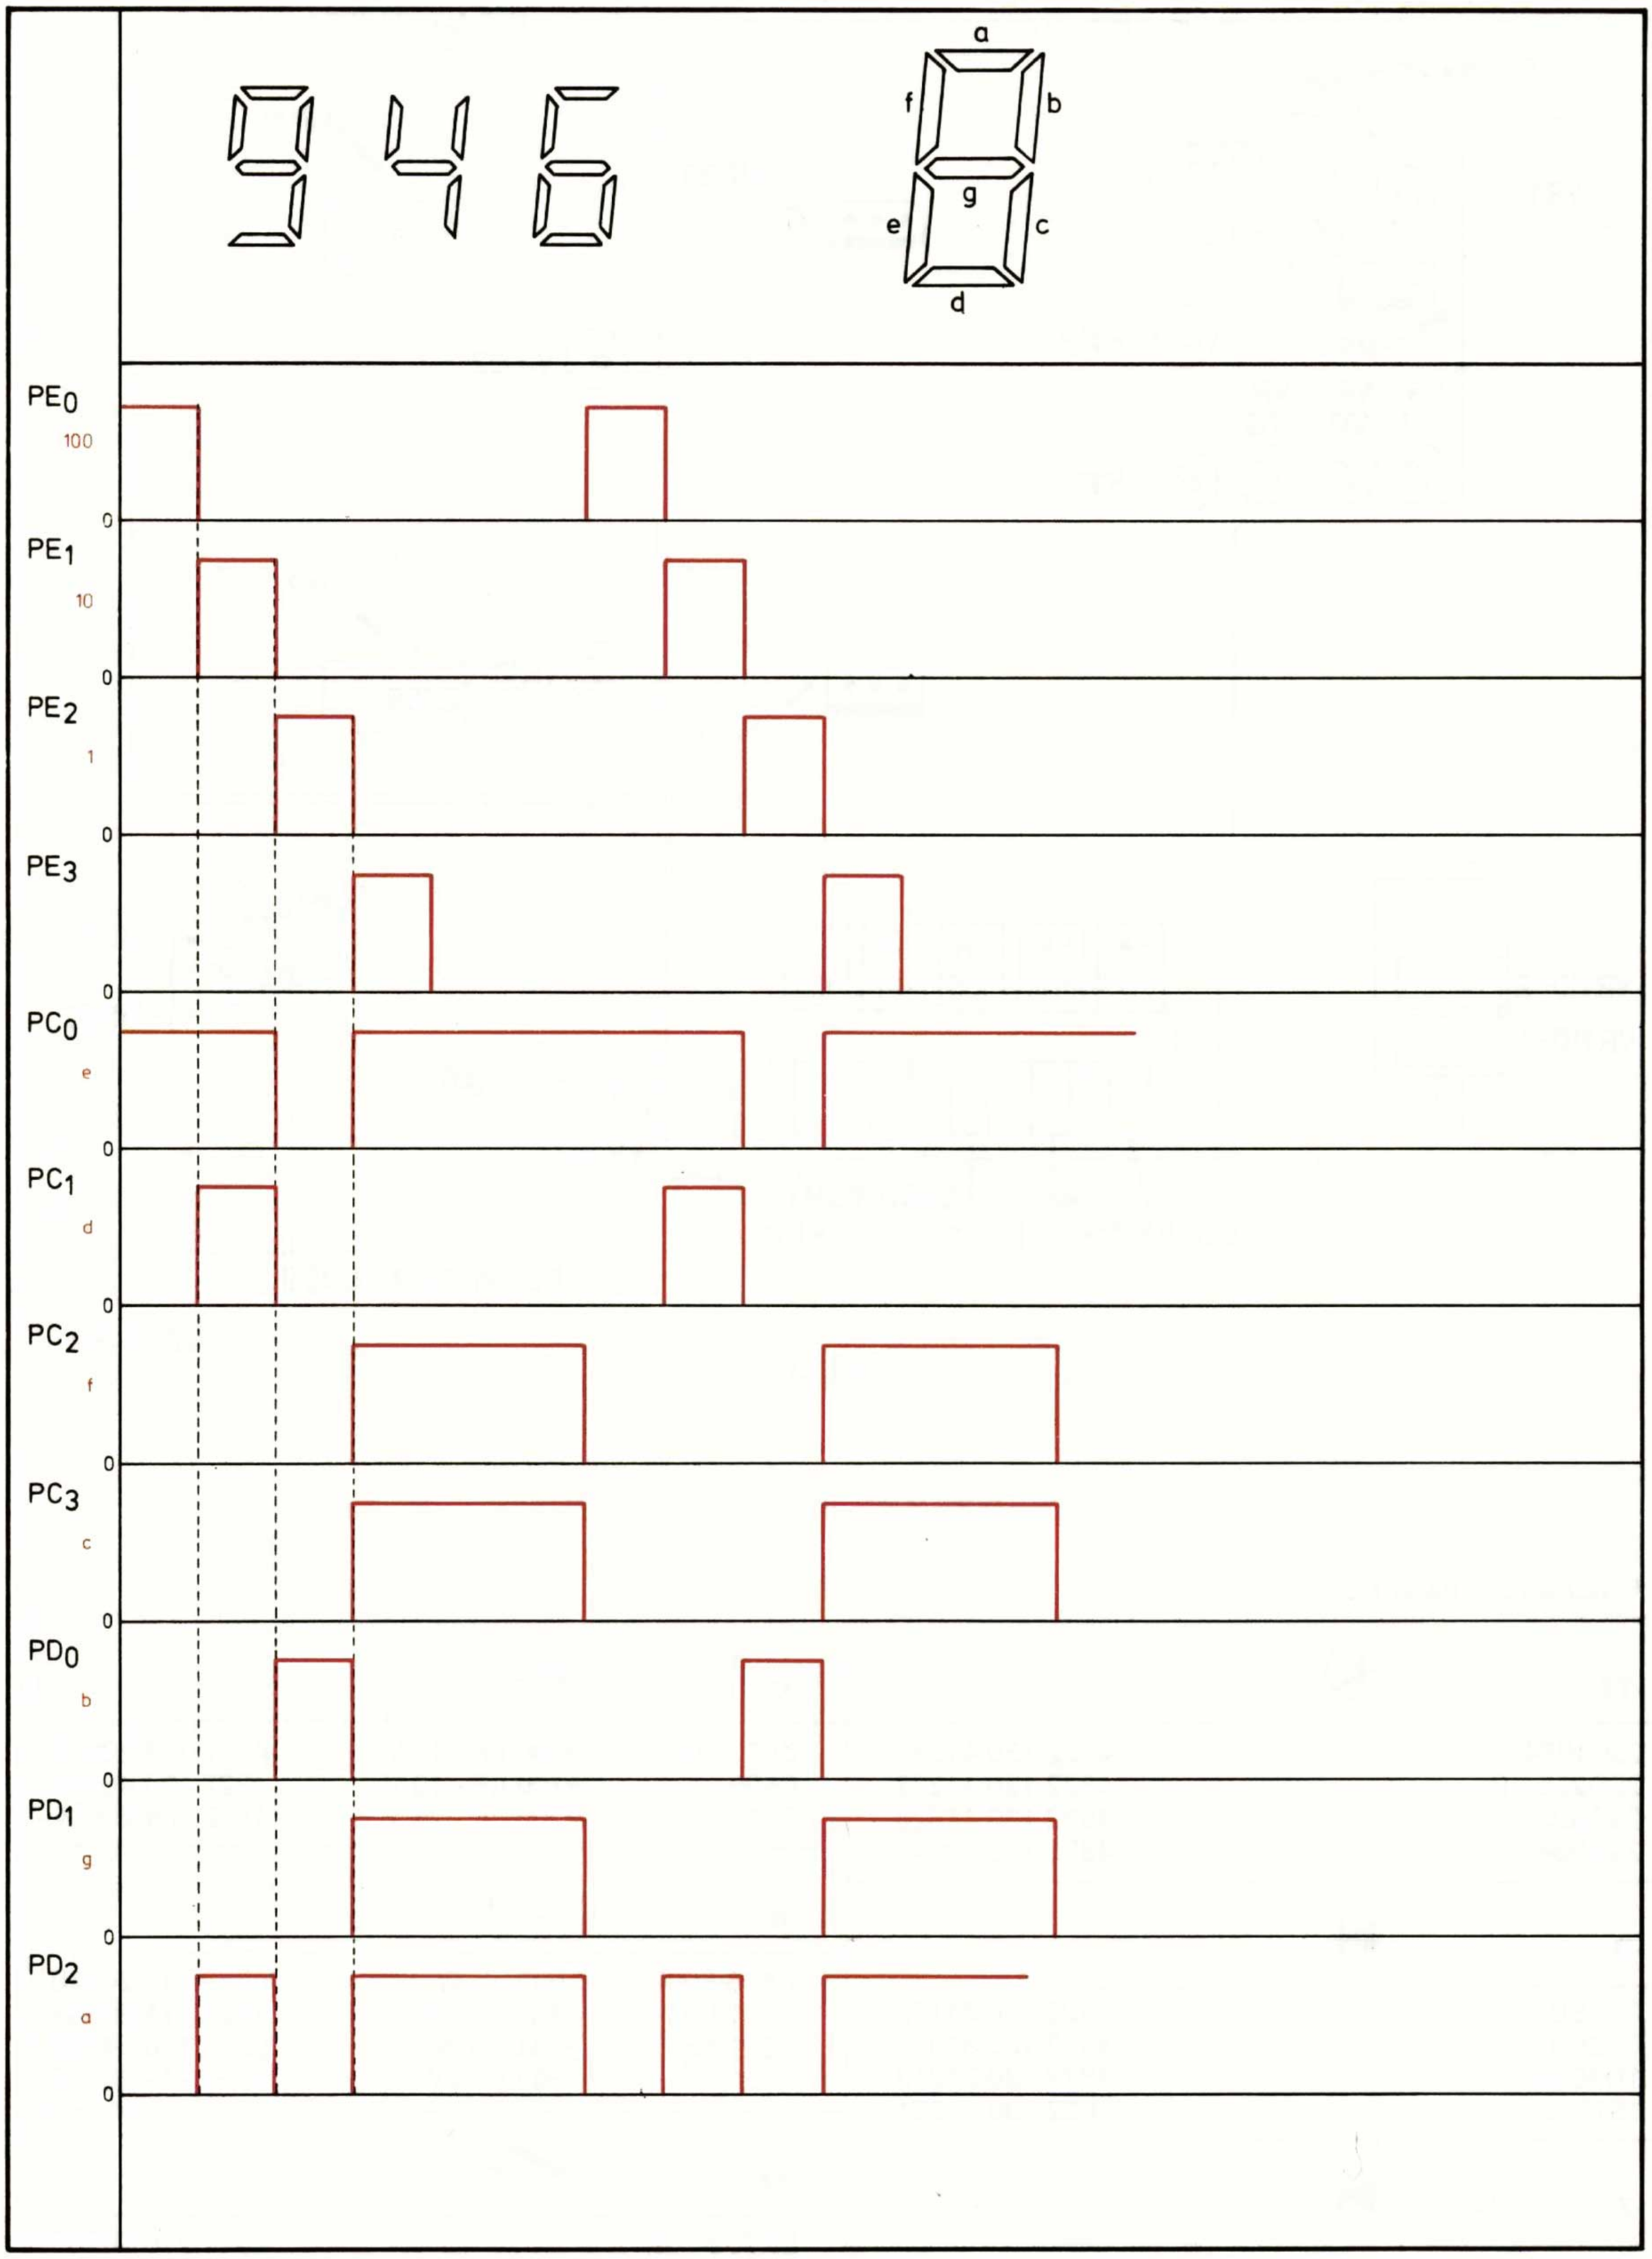

Fig. 27
METEN AAN μPD546C (zie Fig. a - i en Fig. 27)
- In Fig. 27 zien we hoe de golfvormen aan de verschillende uitgangen van de μP zijn, voor de sturing van het LED display.
- Bij het uitlezen van de honderdtallen (sturing Pe_0 zien we dat PC_0 = 1 (Fig. 27). Dit is de e sturing van het LED display. De andere sturingen zijn 0. Op het display lichten alle segmenten op behalve het e segment en we zien het getal 9.